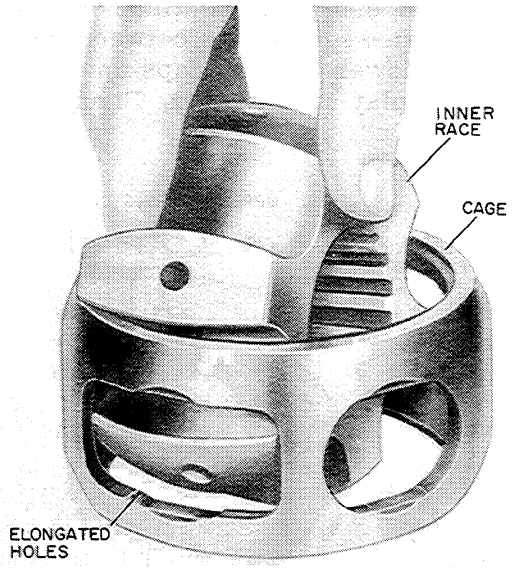

Figure U-45
1. Install the inner race into the cage at right angles by aligning the race teeth with the elongated cage holes, Figure U-45. Turn the race within the cage to position parallel with the cage.